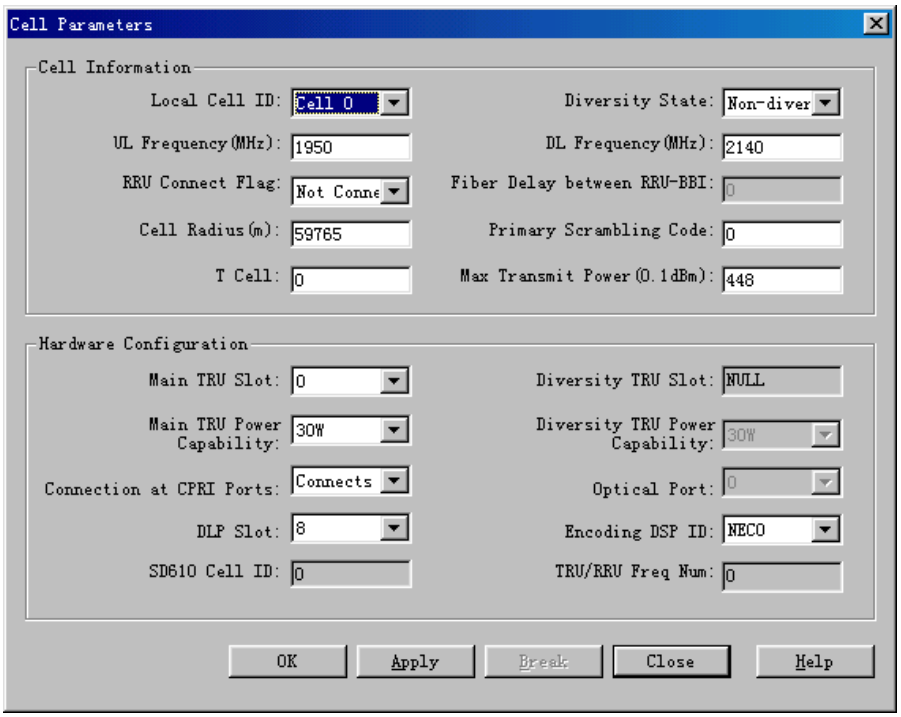

Figure 11-2 Cell Parameters dialog box (macro NodeB)
3) Click **Set Cell Parameters** in the dialog box. The system displays **Cell Parameters** dialog box as shown in Figure 11-2.